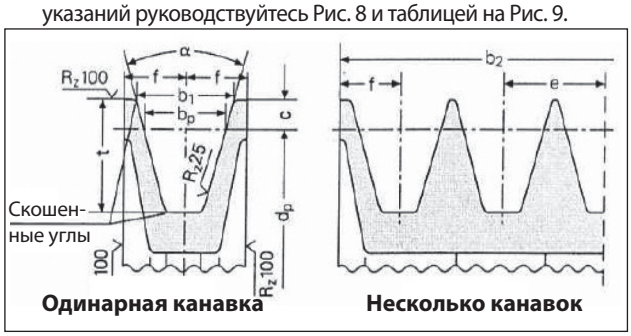

Рис. 8
a) Применяйте шкивы для клиновых ремней, размеры канавок которых соответствуют рекомендациям / указаниям изготовителя используемого ремня. При отсутствии указаний руководствуйтесь Рис. 8 и таблицей на Рис. 9.